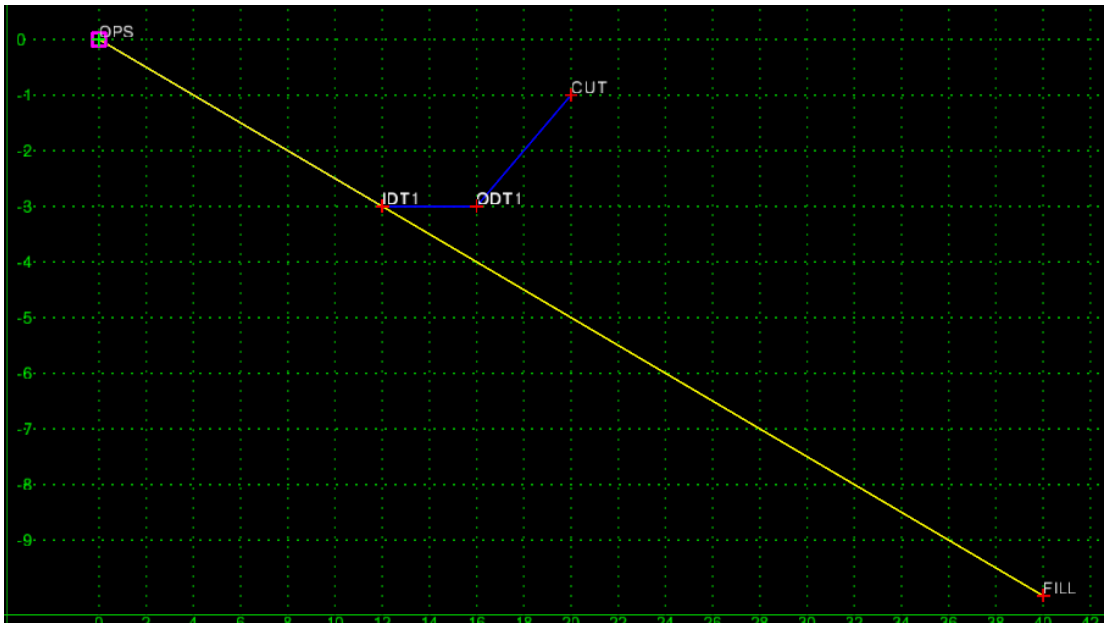

Figure L7-72 Create Template Grid
- Ensure the fill slope and the **FILL** point were drawn as shown in *Figure L7-72*.